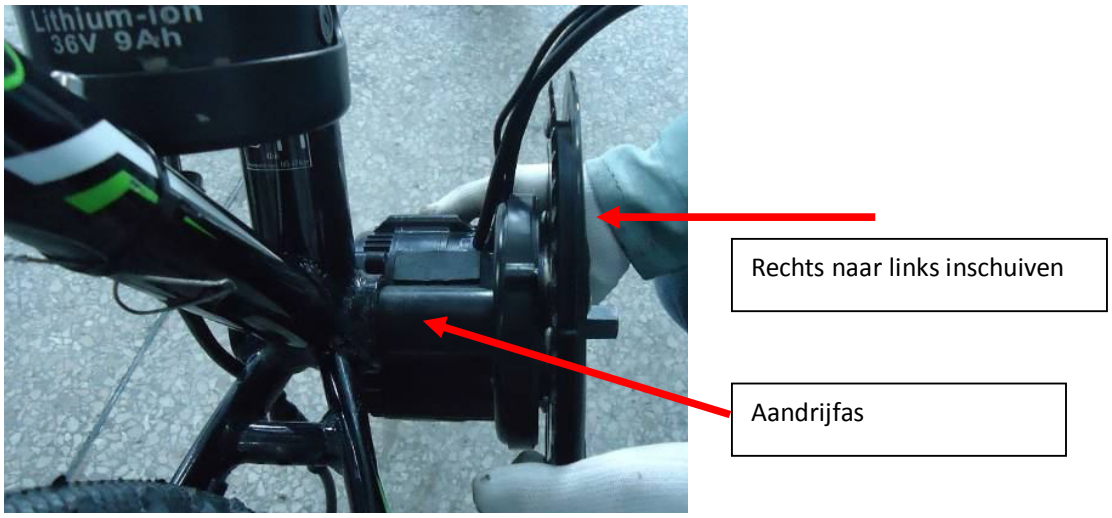
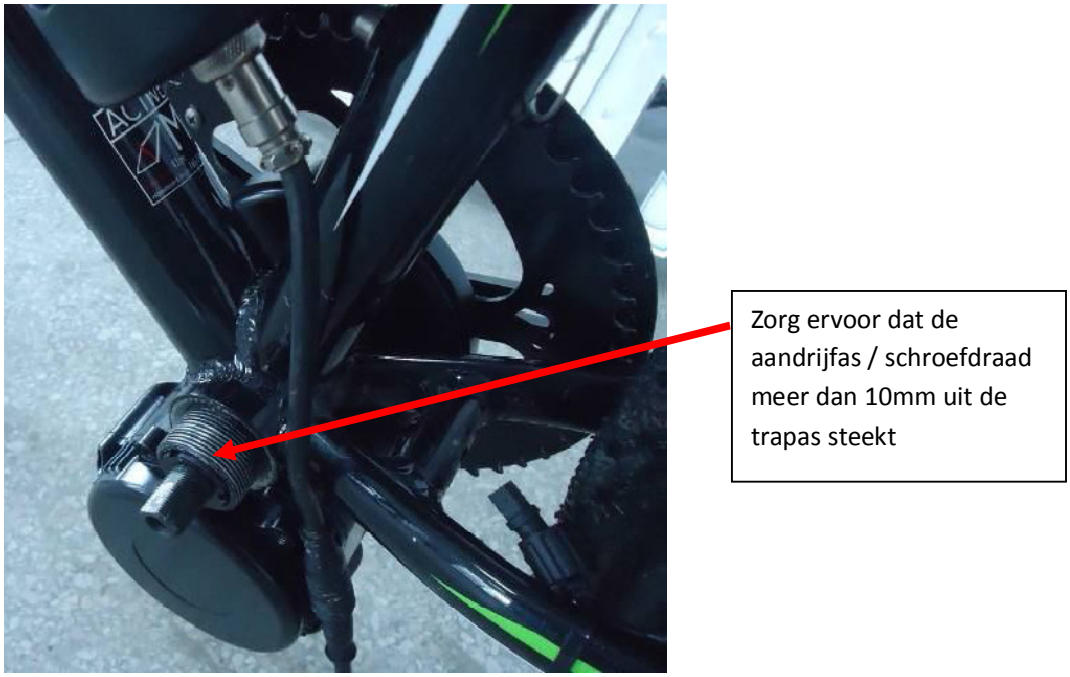

Afbeelding 2:
Afbeelding 3:
3. Schuif de aandrijfas in de trapas (zie afbeelding 2 en afbeelding 3)